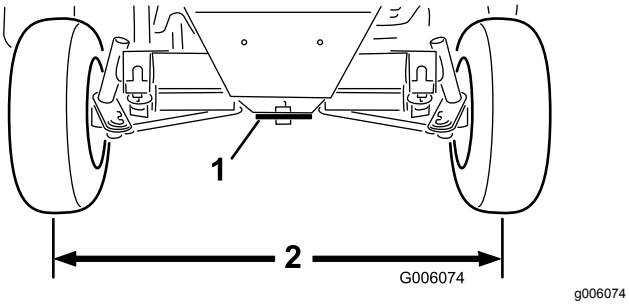

Figur 65
2. Juster begge styreforbindelsesstænger, indtil afstanden fra midten til midten foran og bag baghjulene er den samme (Figur 65).